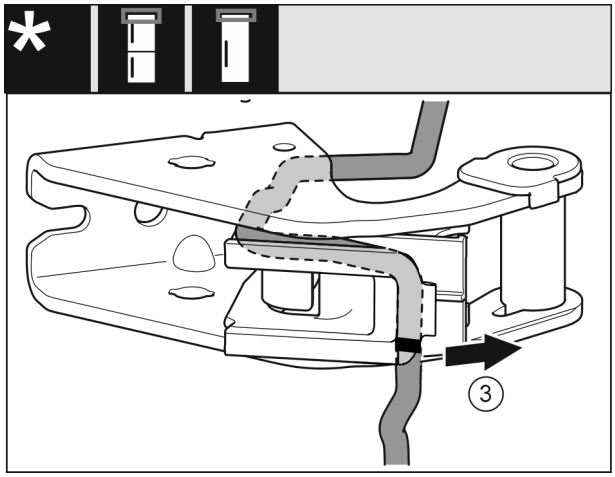

Fig. 15
▶ Αφαιρέστε το καλώδιο με το στήριγμα καλωδίου από το στήριγμα. *Fig. 15 (3)*